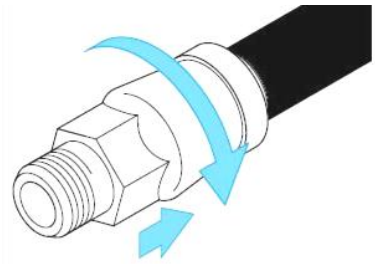

Figura 3
4. Inserire il tubo completamente, fino alla battuta (v. Figura 3)